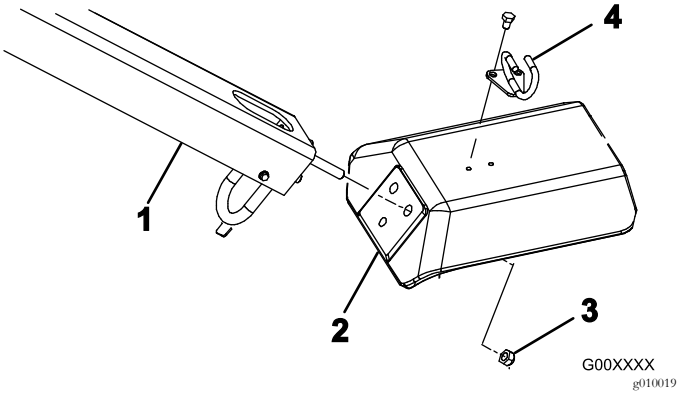

Figuur 4
2. Steek de montagetapeinden in de openingen in de vork (Figuur 4).
3. Bevestig de tapeinden aan de vork met 3 borgmoeren (½") (Figuur 4)
5. Monteer de kabelgeleider aan de bovenzijde van de vork met 2 bouten (5/16" x ½") (Figuur 4).